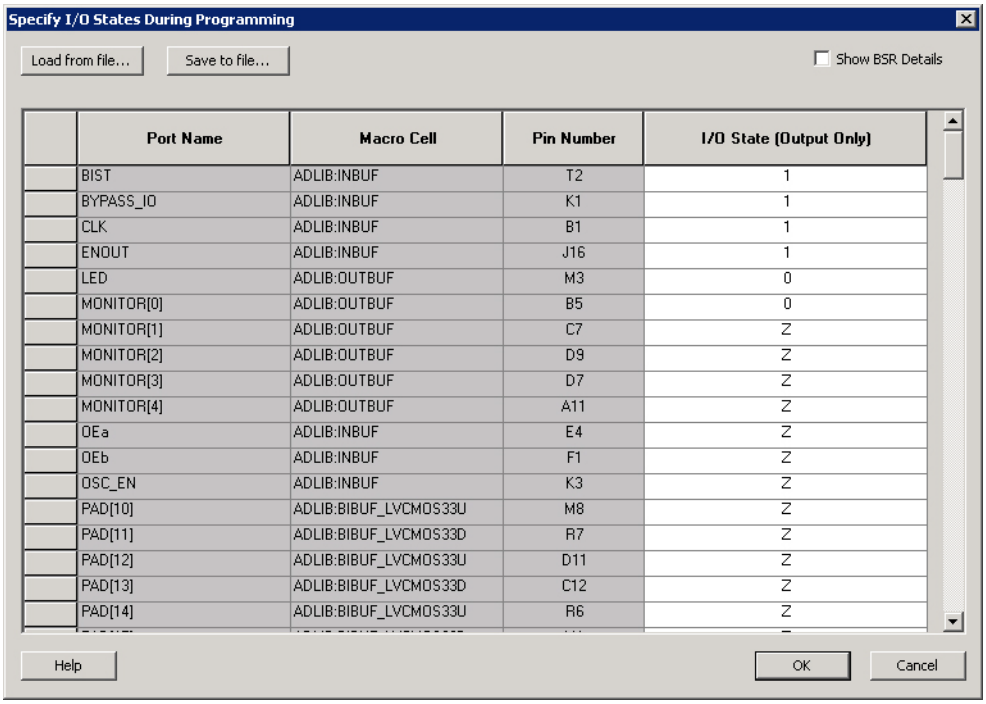

Figure 1-3 • **I/O States During Programming Window**
4. Sort the pins as desired by clicking any of the column headers to sort the entries by that header. Select the I/Os you wish to modify (Figure 1-3).